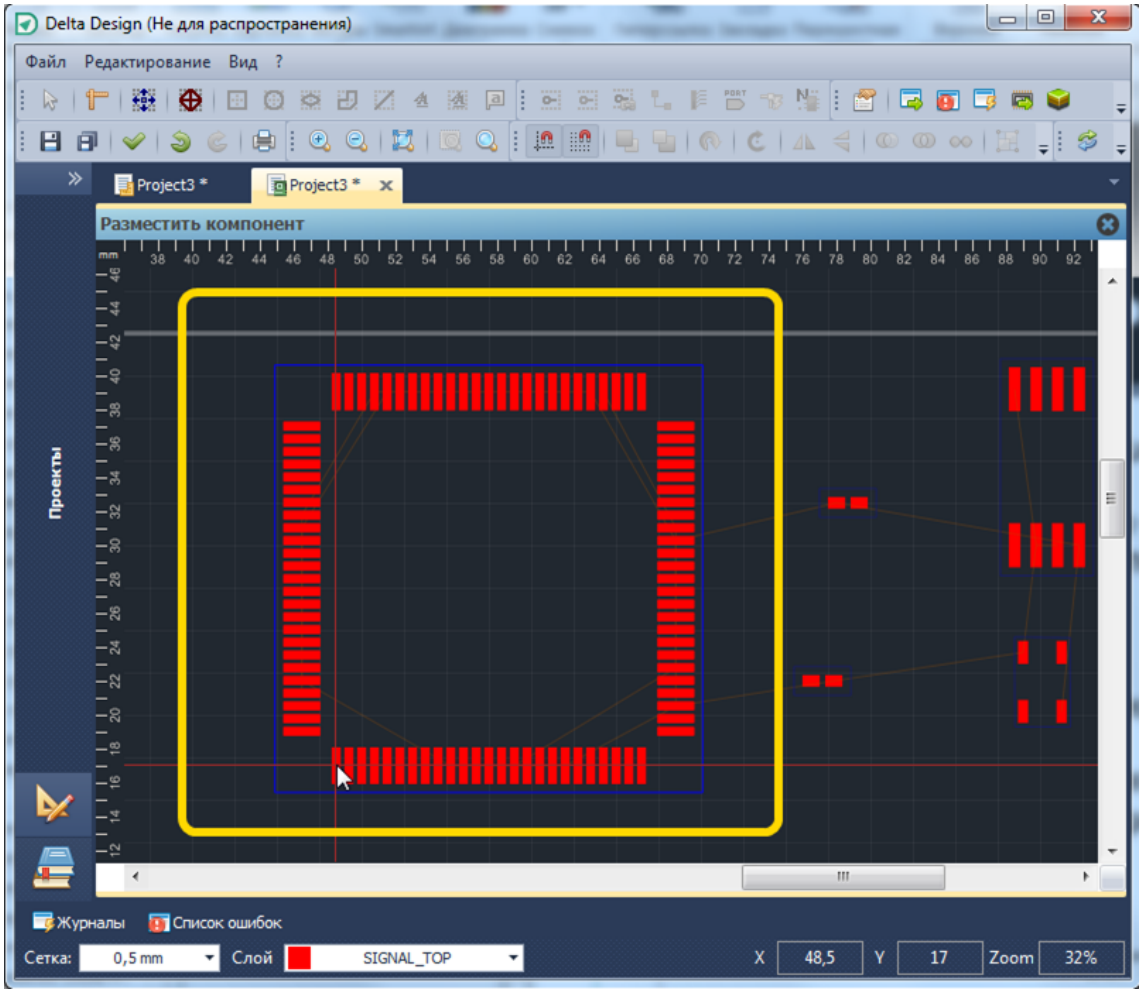

Рис. 703. Выбор места для размещения радиодетали на плате
3. Переместить курсор в рабочую область, при этом на плате будет отображен предполагаемый вид посадочного места радиодетали, см. Рис. 703.